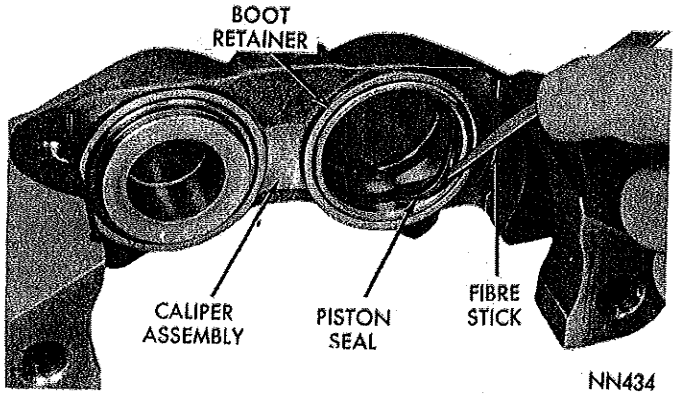

*Fig. 14—Removing Piston Seals from Caliper*
(7) Using a small pointed wooden or plastic tool, remove piston seals from groove in cylinder bore (Fig. 14). Discard old seals. (Use care so as not to scratch bore or the seal groove.)